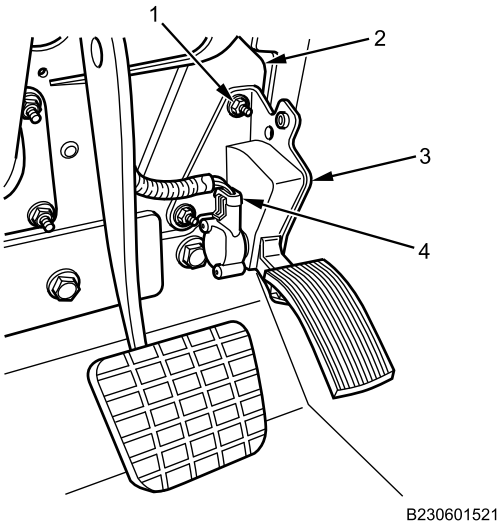

Figure 1. APS.
1. Disconnect electrical connector (Figure 1, Item 4) from APS (Figure 1, Item 3).
2. Remove two nuts (Figure 1, Item 1) and APS (Figure 1, Item 3) from bracket (Figure 1, Item 2).